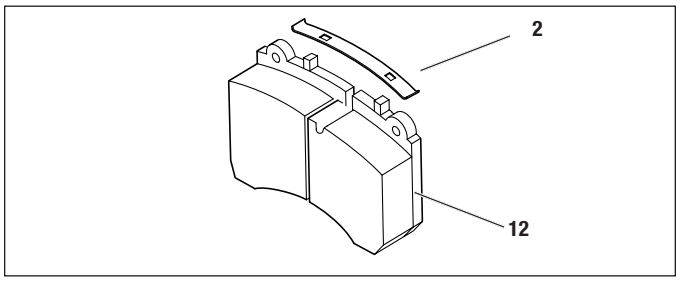

Figure 39 – Pad Retaining Spring Installation
5.2.16 Install the blue pad retaining springs (2) onto the brake pads (12) by inserting one end of the spring onto the lug at the top of the brake pad *(See Figure 39).* Carefully apply enough force to permit the second lug to fully engage, taking care to keep fingers etc. away from the spring as it seats.